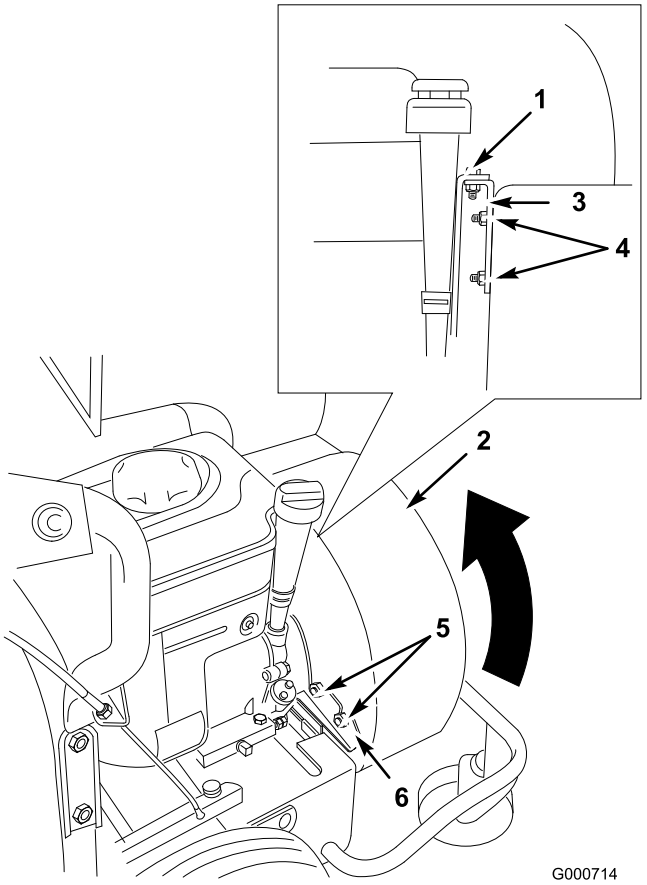

Bild 22
6. Entfernen Sie die Schraube, mit der das Gebläsegehäuse am Motorbügel befestigt ist (Bild 22).
7. Entfernen Sie die zwei Sicherungsmuttern, mit denen das Gehäuse am Motorbügel befestigt ist, und entfernen Sie den Bügel (Bild 22).
9. Entfernen Sie die zwei Sicherungsmuttern, mit der das Gebläsegehäuse am Stabilisatorbügel befestigt ist (Bild 22).